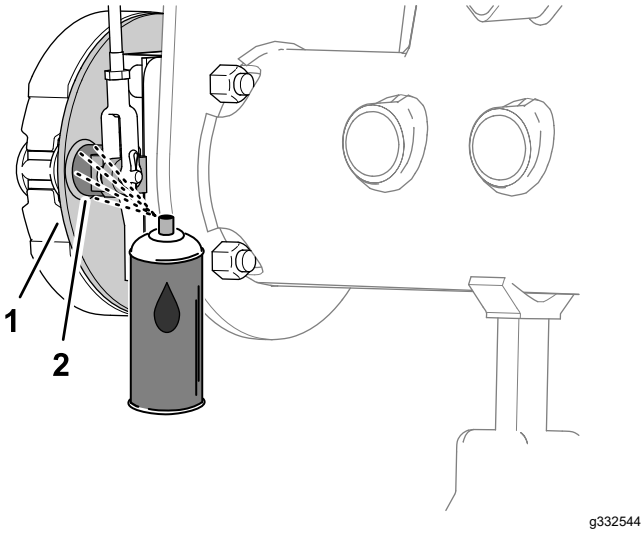
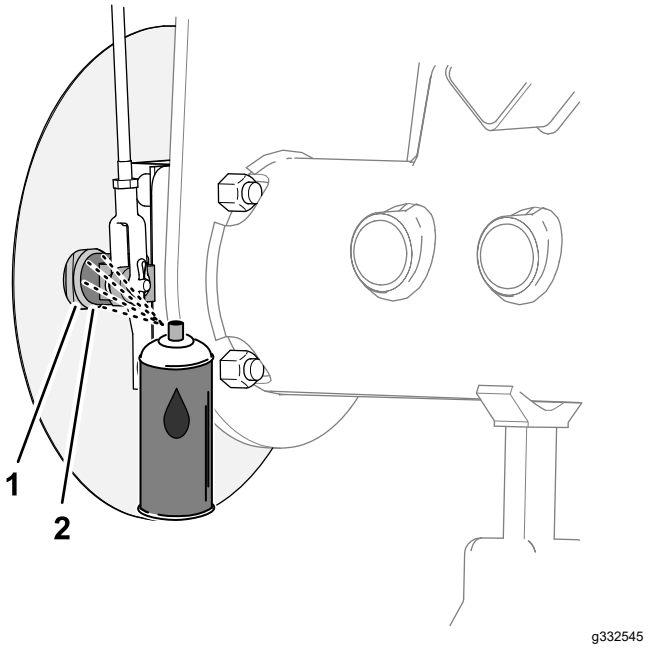

Figur 68
Figur 69
1. På innsiden av bremsestøtteplaten (maskiner uten det valgfrie gresskjoldet til hjulplate til felgen) eller hjulskjoldet (maskiner med det valgfrie gresskjoldet til hjulplate til felgen), spray penetrerende olje mellom kamakselen for bremsen og støtteplaten (Figur 68 eller Figur 69).